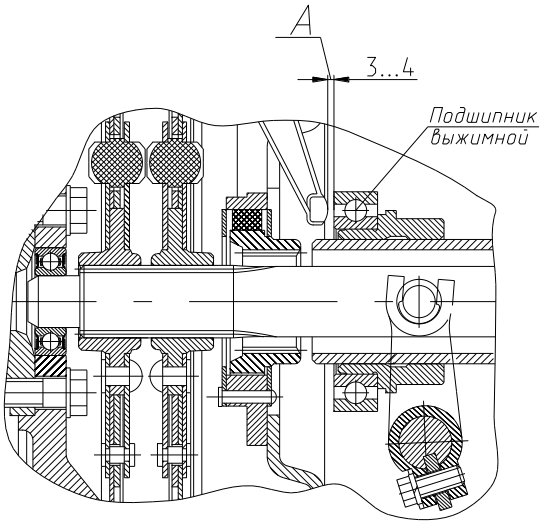

Рисунок 4 Муфта сцепления (выжимной подшипник)
Техническое обслуживание сцепления заключается в периодической смазке и регулировке свободного хода выжимного подшипника **(рисунок 4).** Положение отжимных рыча-
- щупом проверить зазор А **(рисунок 4)**, зазор должен быть 3…4 мм.